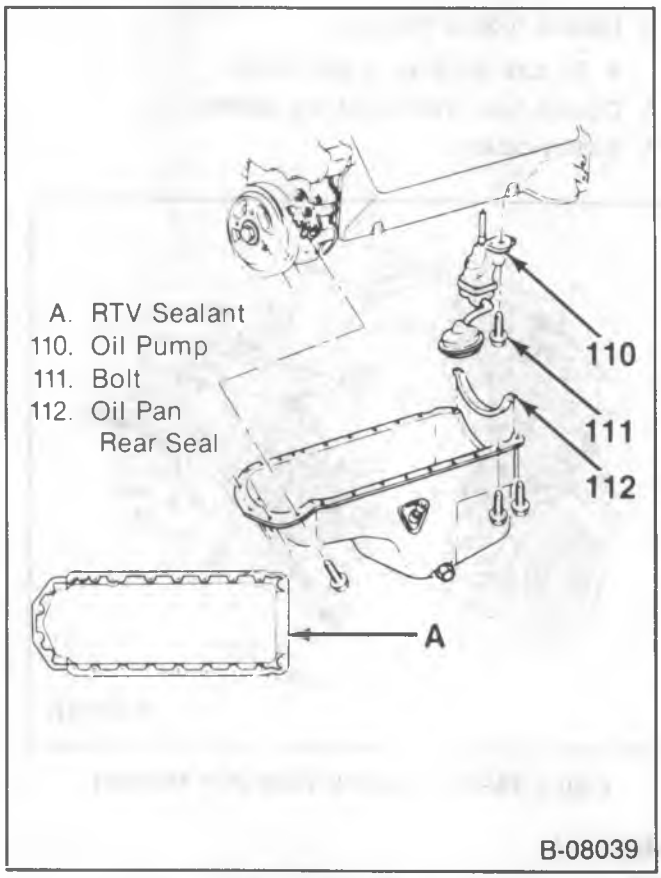

Figure 22—Oil Pan and Oil Pump
Install or Connect (Figures 22, 36, and 37)
- Apply a 5 mm (3/16-inch) bead of RTV sealant (GM part number 1052915 or equivalent) to the oil pan sealing surface, inboard of the bolt holes (figure 22). The sealer must be wet to the touch when the oil pan is installed.
Remove or Disconnect (Figure 22)
Install or Connect (Figure 22)